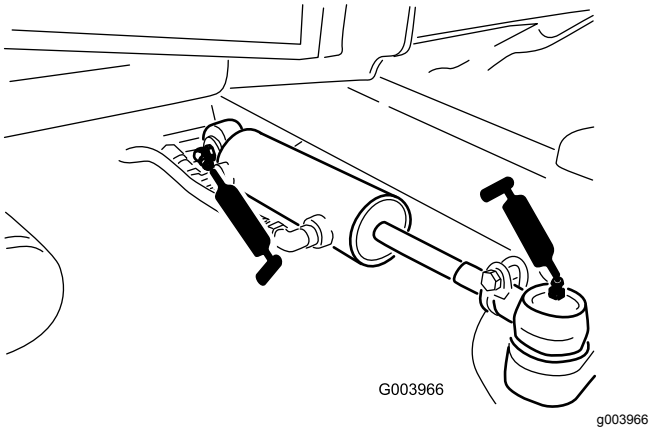

Figur 68
- Styresylinderens kuleledd (2) (Figur 68)